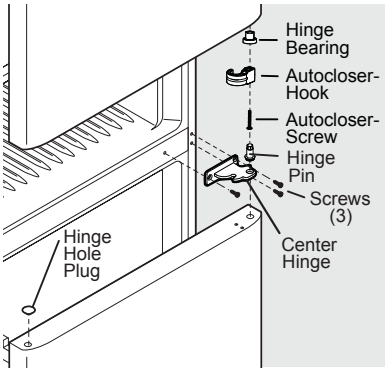

Figure 2
5. Dévissez l'axe de la charnière centrale à l'aide d'une clé à molette et mettez-le de côté (voir la figure 2).
7. Retirez les trois vis de la charnière centrale à l'aide d'un tournevis à tête Torx T20 et mettez la charnière centrale de côté (voir la figure 2).